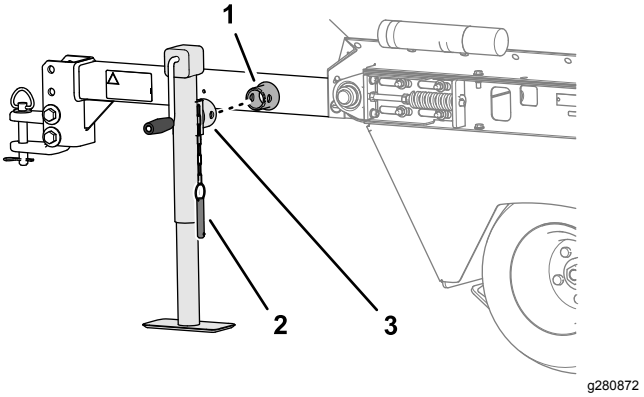

Figuur 6
1. Schuif de steunpoot op de daarvoor bedoelde bevestigingsbuis op de koppeling (Figuur 6).
2. Breng de openingen in de steunpoot op een lijn met de openingen in de bevestigingsbuis, en bevestig de steunpoot met de gaffelpen (Figuur 6).